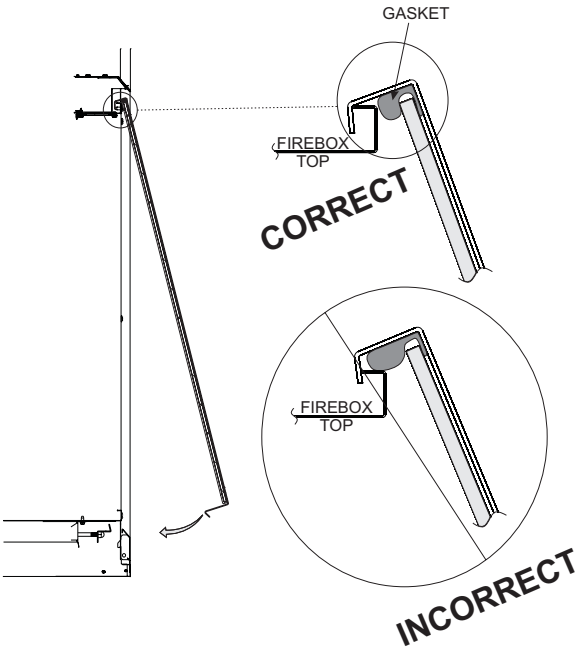

**Figure 33**
1. When installing the Glass Door assembly, make sure that the door top flange is hooked over the firebox top flange as illustrated in the “Correct” view in Figure 33.
**Important: Do not allow the gasket across the top of the door to roll up on top of the firebox flange as shown in “Incorrect” view in Figure 33.**